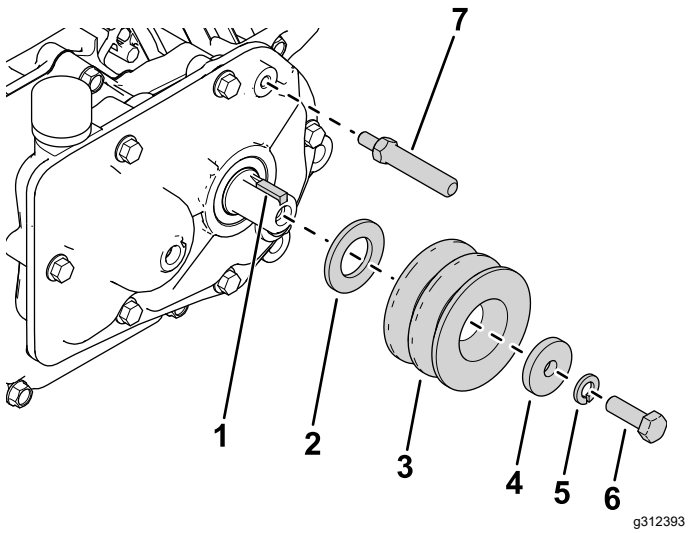

Figur 2
2. Montera fyrkantsnyckeln på utgångsaxeln (Figur 2).
3. Montera den nya brickan (M20), drivskivan, brickan (5/16 tum), låsbrickan och skruven (5/16 x 1 tum) enligt Figur 2.
4. Montera axeln med dragkraft på växellådan (Figur 2).